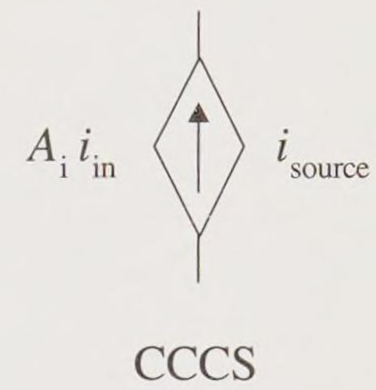

Figure 19-39 Current controlled current source
The symbol of Figure 19-39 represents an ideal current controlled (CC) current source (CS). The dependent current source's output i_{source} depends upon the current i_{in}. *Think current in, current out.*